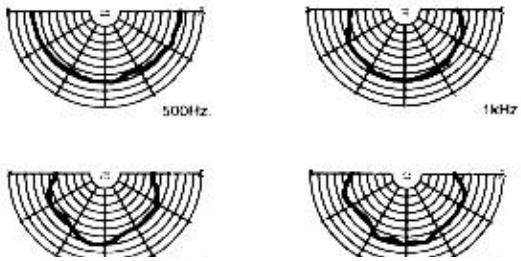

Figure 1
80 Hz à 15 kHz (voir Figure 1)
2)Reliez les câbles au haut-parleur, puis placez-le dans l'ouverture avec le taquet en position refermée. Fig. 1